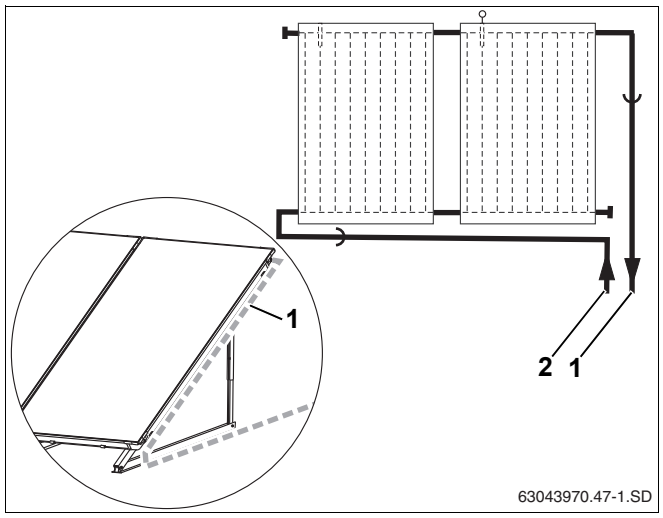

Рис. 55 Подвод сборных линий к полю коллектора
- Проведите подающую линию (рис. 55, **поз. 1**) вдоль коллектора, а не вертикально вниз.